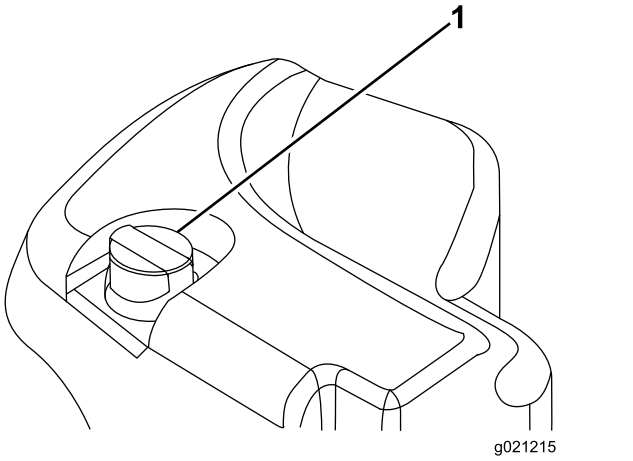

**Figur 30**
2. Rengør området omkring påfyldningsstudsen og hydrauliktankens dæksel (Figur 30). Fjern dækslet fra påfyldningsstudsen.